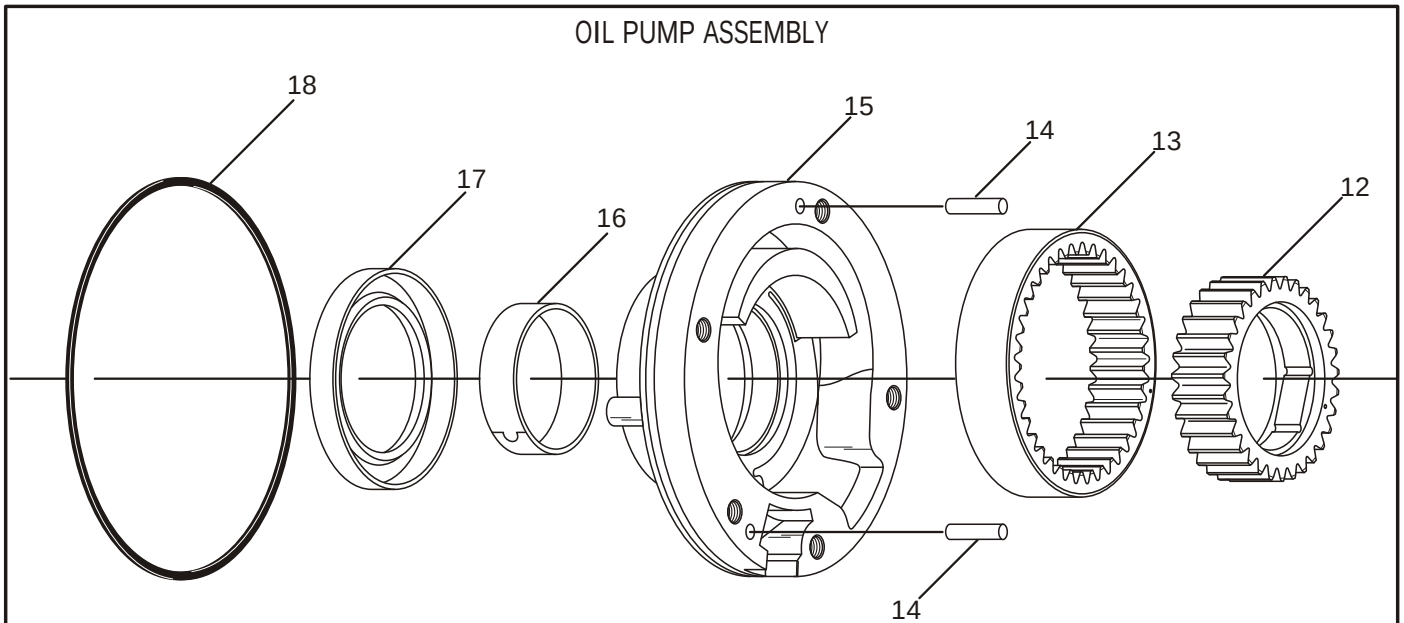

Figure 88
10. Install new front pump body bushing into the pump body as necessary, using proper bushing driver (See Figure 88).
11. Install a new front pump body metal clad seal into pump body using the proper seal driver. Refer to Figure 88.
12. Install new pump body to bell housing "O" ring seal in pump body groove, and lubricate using a small amount of TransJelä. (See Figure 88).
14. Install the two dowel pins into the pump body, if they were removed, as shown in Figure 88.